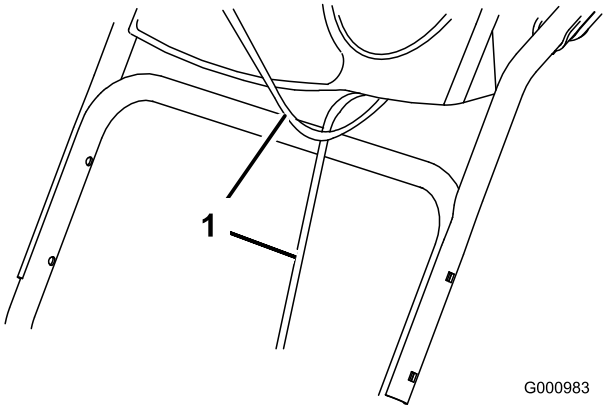

Bild 3
1. Heben Sie den oberen Griff an und drehen Sie ihn, sodass er über dem unteren Griff positioniert ist (Bild 3).